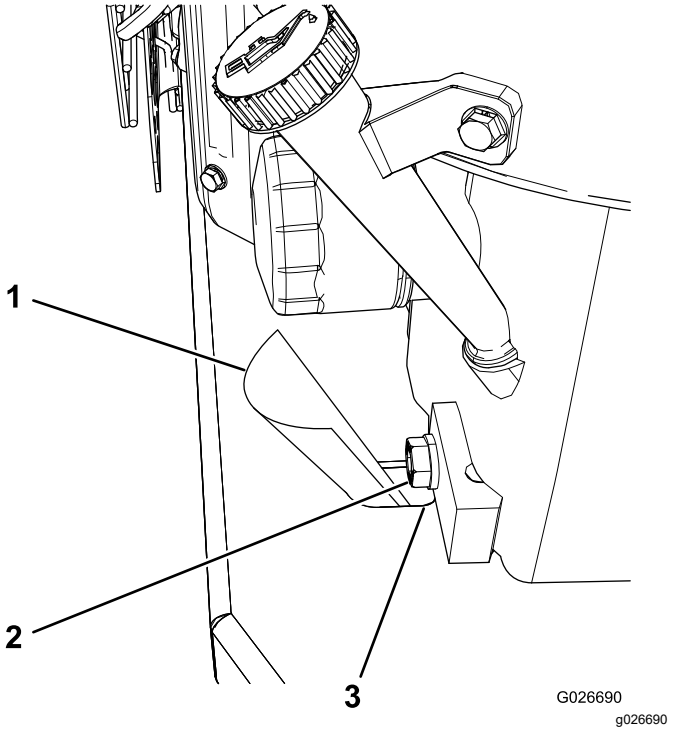

**Figuur 36**
**Opmerking:** Steek een stuk papier of licht karton in de aftapopening om de olie weg te leiden van de montageplaat van de motor (Figuur 36).